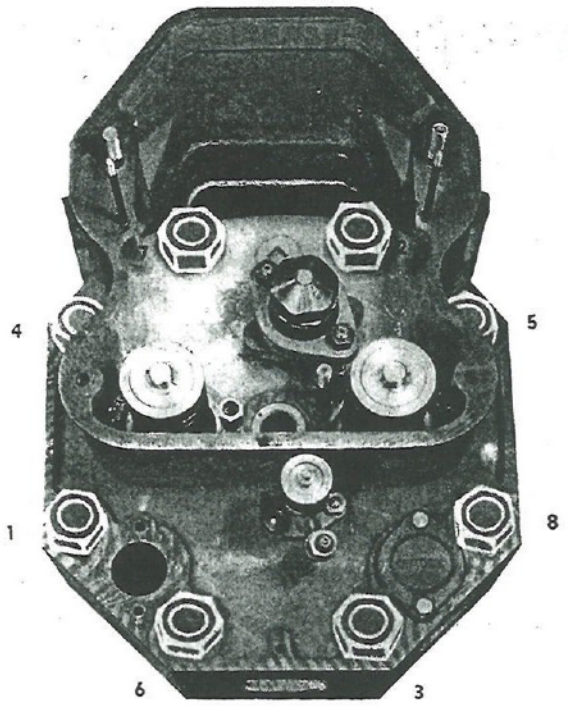

Fig. 101. Tightening Nuts of Cylinder Head
b. Replace the cylinder head washers and nuts, running all the nuts down on the threads. Tighten up the nuts correctly so that the head will be square to the engine block and no stress developed by using the order of tightening as illustrated in Fig. 101. Start at the nut marked 1 in the illustration, then tighten nut 2, and follow in rotation through to nut 8. This method tightens opposite nuts, and this results in pulling the head down evenly. The cylinder head should be tightened securely, and this usually requires the combined efforts of two strong men pushing on the end of a six-foot bar.